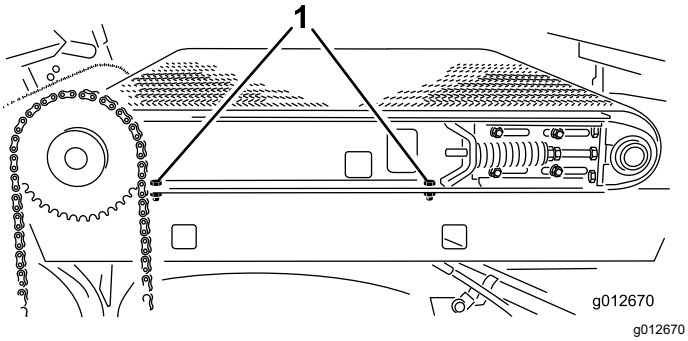

Figuur 36
2. Maak aan de rechterkant van de machine 2 inbusbouten vast waarmee de glijframerail is bevestigd aan het rechter spatscherm (Figuur 36).